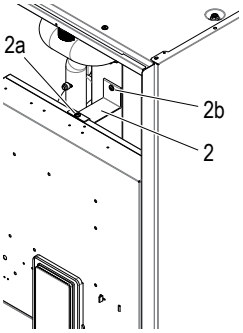

rys. 17 - widok bez panelu przedniego
- odkręcić górną śrubę (el. 2a - rys. 17)
Zwróć Uwagę: Można wyjąć tylny wspornik blokujący (el. 2 - rys. 17), odkręcając śrubę (el. 2b - rys. 17).